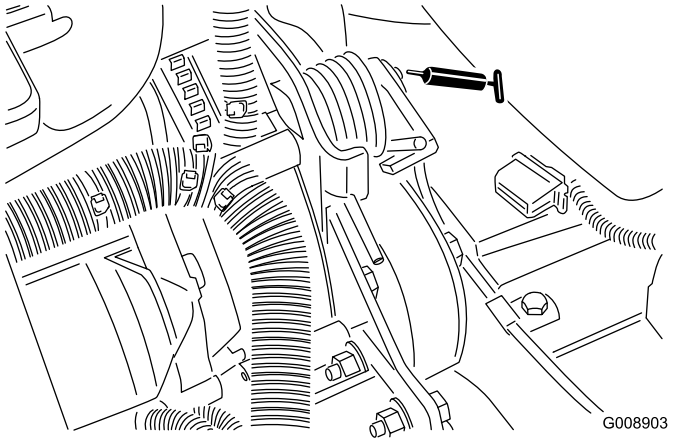

Figur 45
- Remspændingsdrejetap (Figur 45)